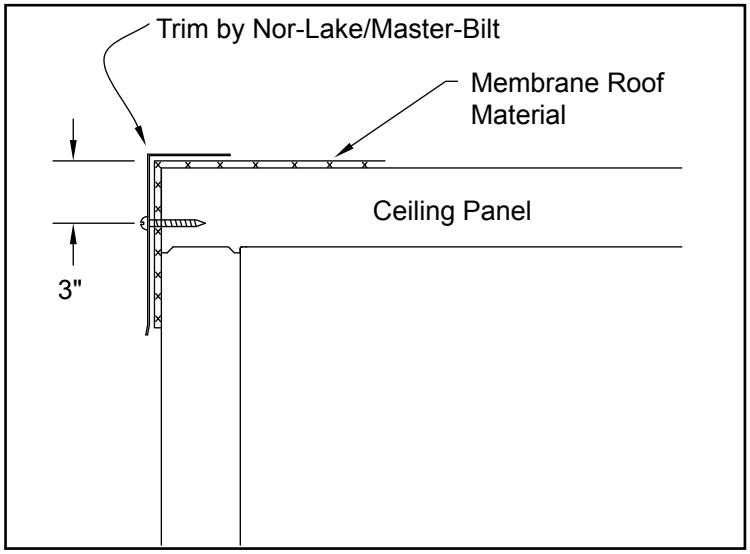

**Figure 5**
**6**. Attach the trim and door hood (if your walk-in is equipped with them) by using the provided pan head sheet metal screws. Ensure the trim and membrane roof material cover the joint between the ceiling and wall panels. Refer to figure 5. Note: The trim may have to be cut to fit.